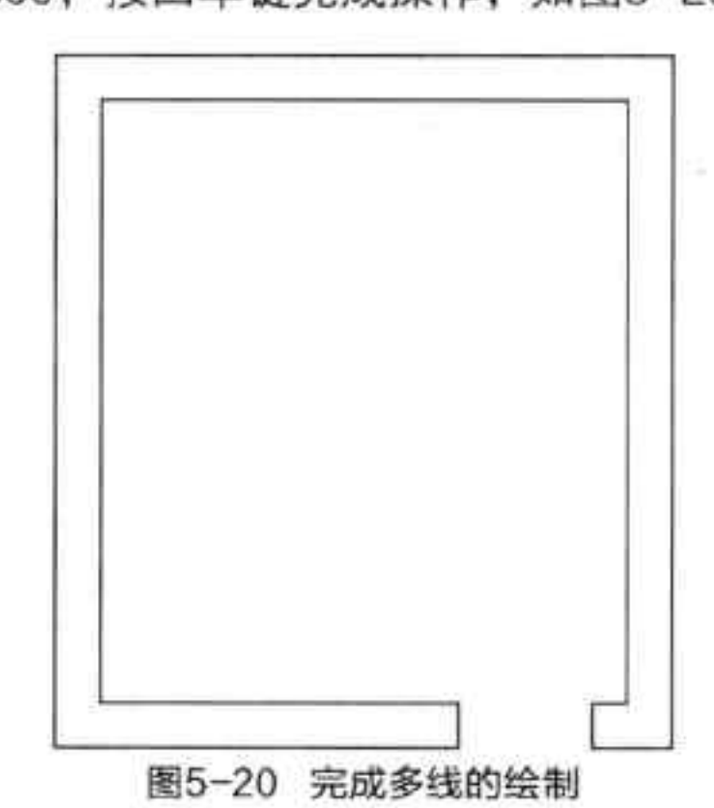

图5-20 完成多线的绘制
Step 05 将光标向下移动，并输入数值3500，按回车键。然后按照同样的操作，将光标向左移动，并输入300，按回车键完成操作，如图5-20所示。